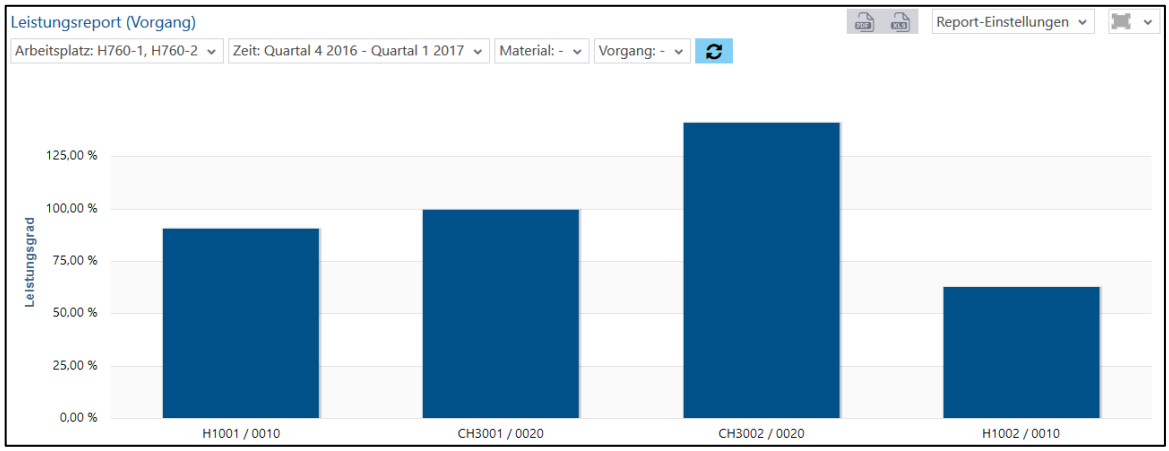

**Bild 98: Leistungsreport (Vorgang) als Säulendiagramm**
- Leistungsreport (Vorgang) als Säulendiagramm (Bild 98):